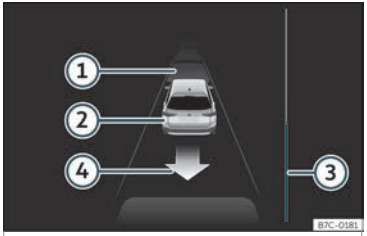

Fig. 238 Na pantalla do cadro de instrumentos:desaparcar dun espazo en liña.
• Retroceda ata que soe o sinal continuo del ParkPilot; **O BEN:** vaia marcha atrás ata que na pantalla do cadro de instrumentos apareza a indicación de dar marcha adiante. A barra de progreso ››› **fig. 238** ③ indica a distancia a percorrer ››› **páx. 304**.